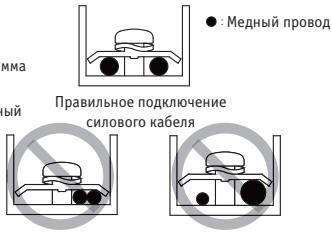

Рис. 8.4
- Не присоединяйте два силовых кабеля разного диаметра к одной и той же клемме электропитания (это может привести к перегреву проводов из-за ослабленной электропроводки, см. рисунок 8.4).